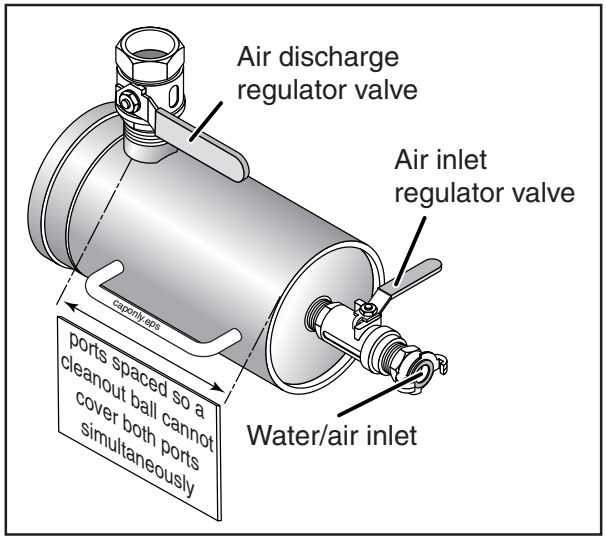

Figure 22
4. **Blow the delivery system with compressed air.** We do not recommend this method, because compressed air can be very dangerous if not handled correctly. Use it only as a last resort. Complete safety rules for using compressed air are discussed in the *Safety Manual*. **Never use compressed air to clean out rubber hose** because the hose will jump around and move through the air by the force of the pressure in the hose. You cannot hold or stand on the hose to steady it because the forces will exceed your weight, even if you are a huge person. You cannot have an entire crew of people holding the hose because the force will exceed all of their weights combined. If you have only steel pipe to clean, it is possible to use air, but it can still be dangerous. **Always control the discharge end of the pipeline. Either a catch basket must be used, or the discharge must be made safe in some other manner, such as routing it into a ready mix truck. The blowout head must have two pressure bleed possibilities: an inlet valve and a bleed-off valve. There must be enough space between the two valves that a cleanout ball cannot block both ports at the same time** (Figure 22)**.** Remember, if you use this method, you must disconnect all rubber hose from the delivery system and clean them manually anyway, so it might be just as quick to clean the entire delivery system manually.